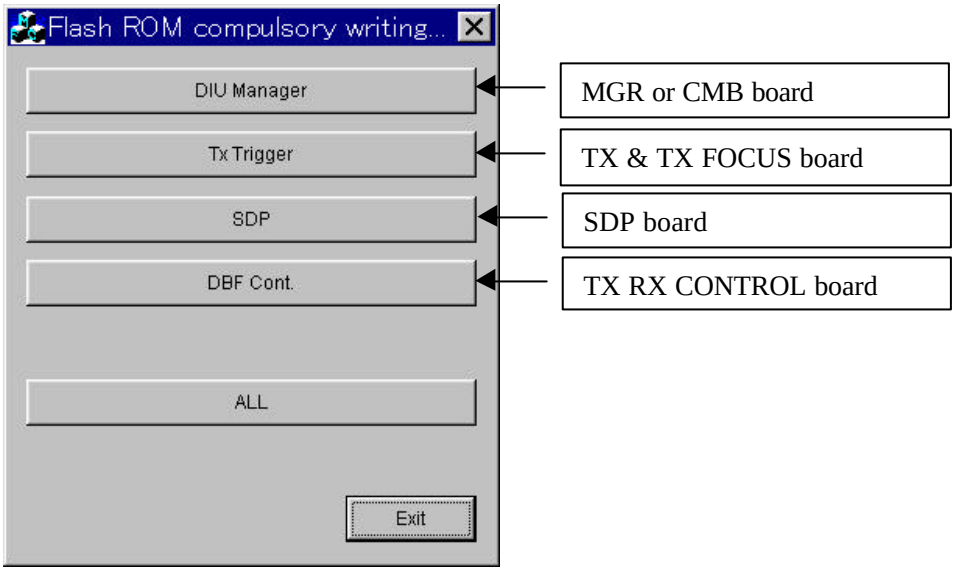

Fig. 1
④ Carrying out the update of flash memory automatically. After completing, a screen returns to the Fig.1 again.